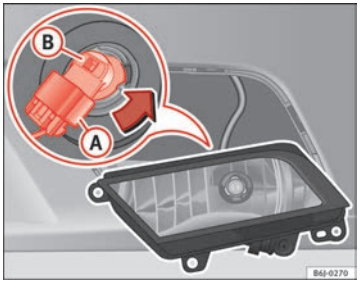

Fig. 160 Fog light
– Remove connector ⇒ Fig. 160 (A) from the bulb.
– Turn bulb holder ⇒ Fig. 160 (B) to the left and pull.